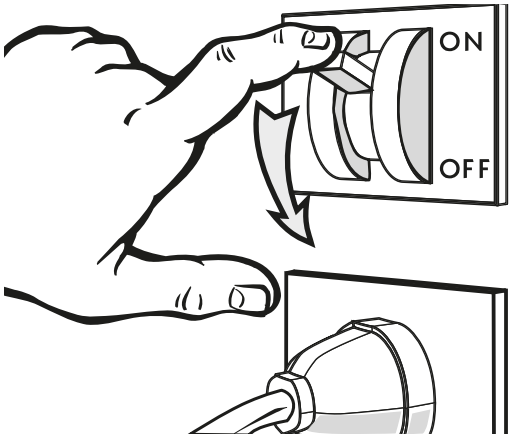

Fig. 23
- Desconectar la alimentación eléctrica del mueble mediante el interruptor seccionador general instalado en la pared ("Fig. 23").